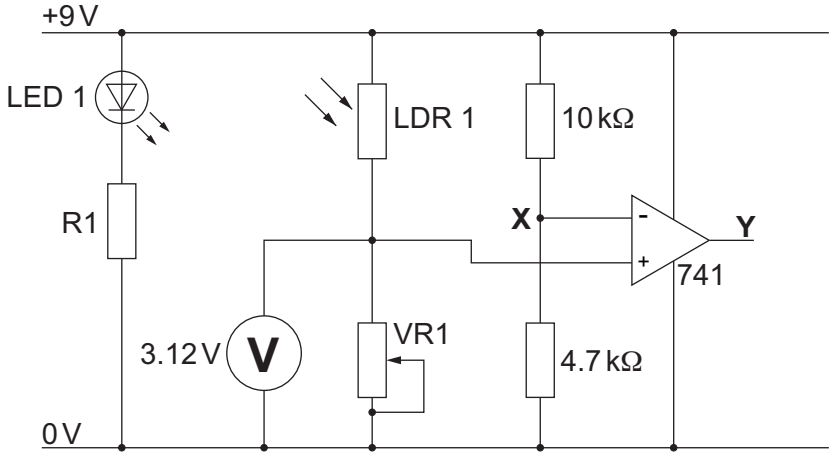

**Fig. 12.3**
**(b)** Fig. 12.3 shows part of the sensor circuit used to stop the conveyor belt, allowing boxes to be removed by a worker.